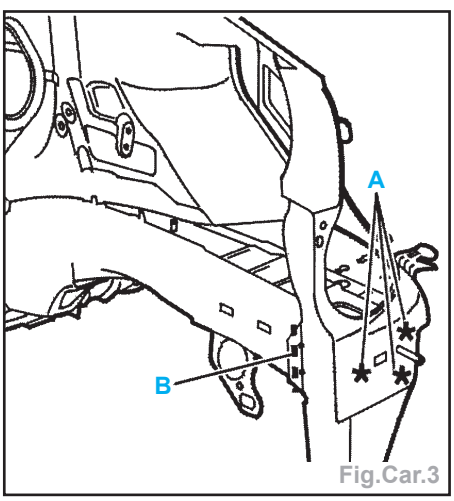

Fig.Car.3
- par fraisage des points (suivant A) (Fig. Car.3),